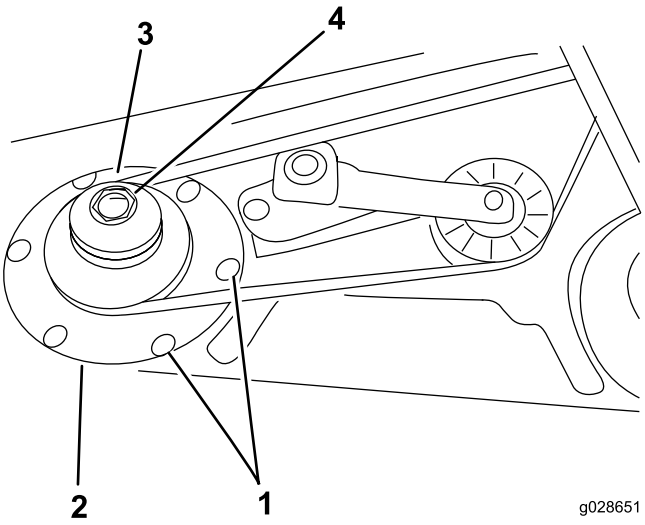

**Figure 4**
4. Enlevez la courroie de la poulie de tension droite (Figure 4).
5. Retirez les 6 boulons de carrosserie et les 6 écrous à embase qui fixent le logement d'axe et l'anneau de support au plateau de coupe (Figure 4). Conservez les fixations.
9. Glissez la nouvelle poulie d'axe double sur l'axe de rotation Figure 4).